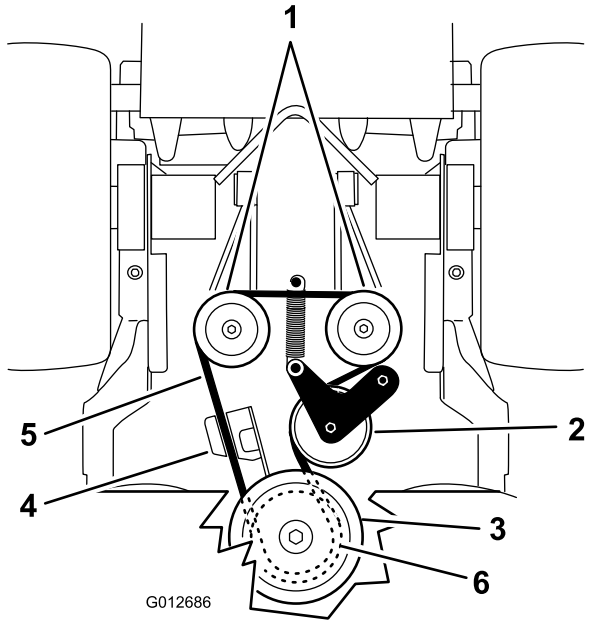

**Figuur 68**
5. Haal de veer van de arm van de spanpoelie (Figuur 68).
7. Monteer de veer van de spanpoelie aan het frame (Figuur 68 ).